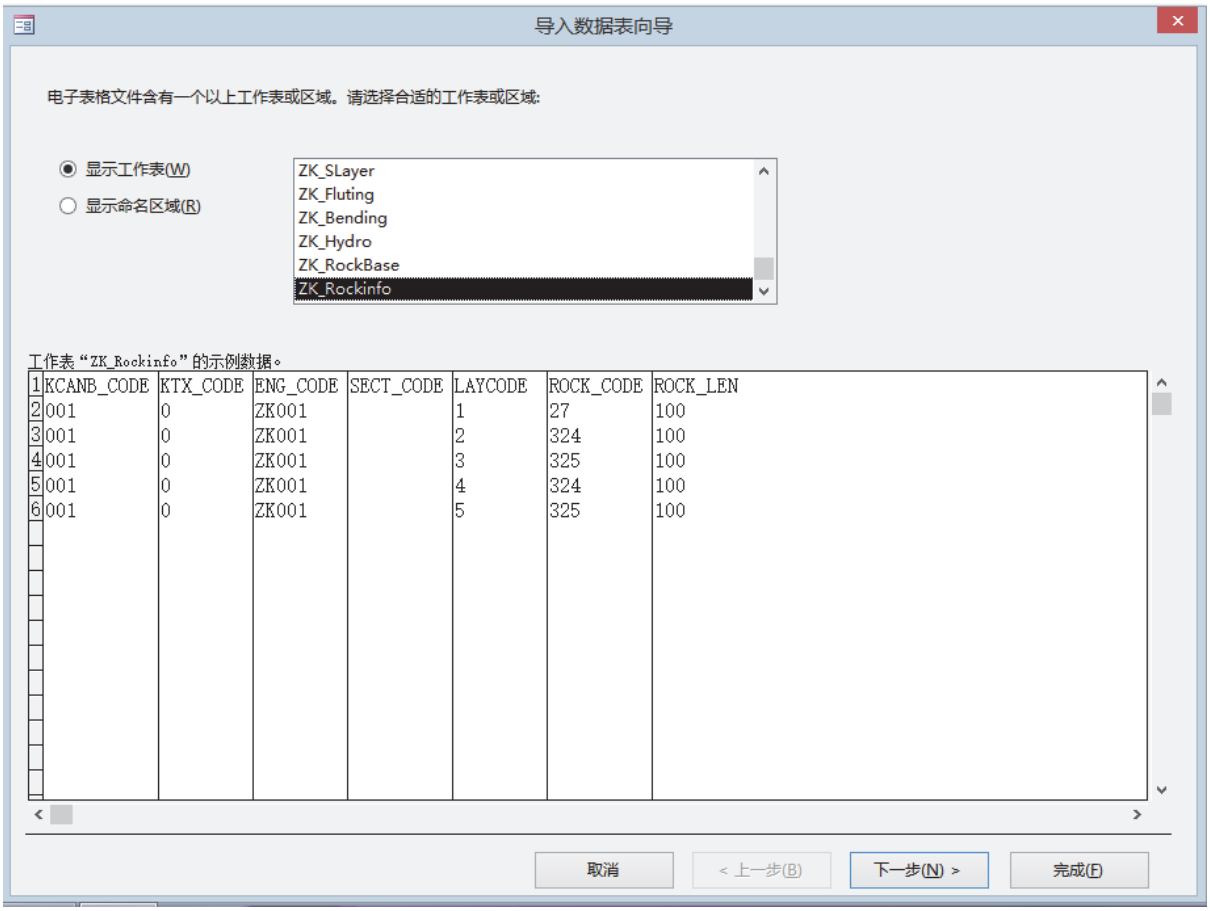

图 A-10
3. 在弹出的“导入数据表向导”对话框中选择“显示工作表”，在中部的列表框中选择“ZK_RockInfo”，然后点击“下一步”（见图 A-10）；